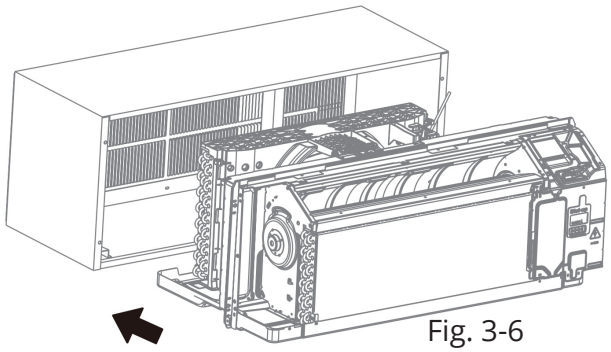
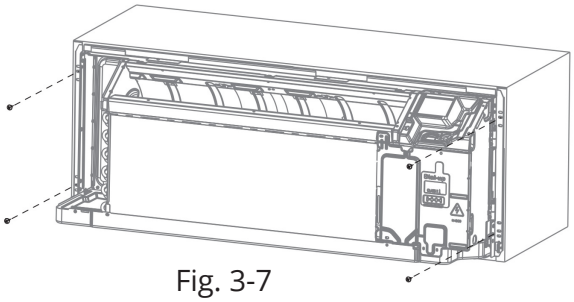

Fig. 3-6
Fig. 3-7
- Lift the unit level and slide into the wall sleeve until it is firmly against the front of the wall sleeve. Secure with 4 screws and washers (supplied in the sleeve assembly) through the unit's flange holes. (See Fig. 3-6 and Fig. 3-7.)